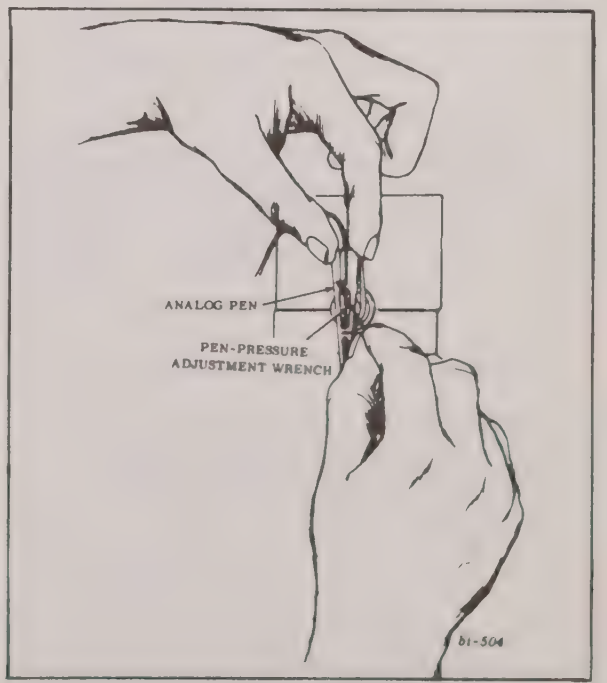

FIGURE 6-9 PEN PRESSURE ADJUSTMENT
5. Adjust as required. Turn pen pressure adjustment screw clockwise to increase pressure or counterclockwise to decrease pressure. (Fig. 6-9)